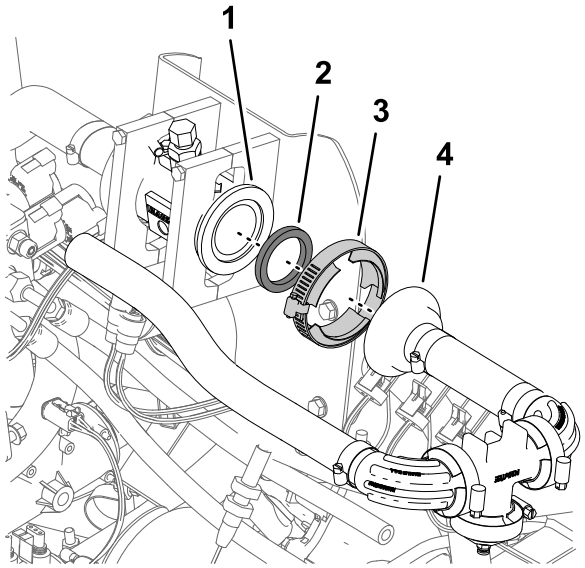

Rysunek 89
2. Obejmę kołnierzową dokręć palcami (Rysunek 89).